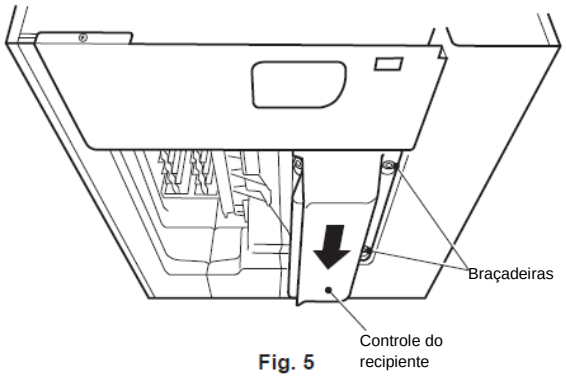

Fig. 5
7) Ao puxar para cima o cabo de controle do recipiente, conecte o controle do recipiente na parede interior do lado direito. Em seguida, empurre o controle do recipiente para cima contra o fundo da unidade e deslize para trás até ele se encaixar no lugar. Certifique-se de que os orifícios ranhurados no lado direito do controle do recipiente estão firmemente presos nas braçadeiras na parte inferior da unidade. Ver Fig. 5.